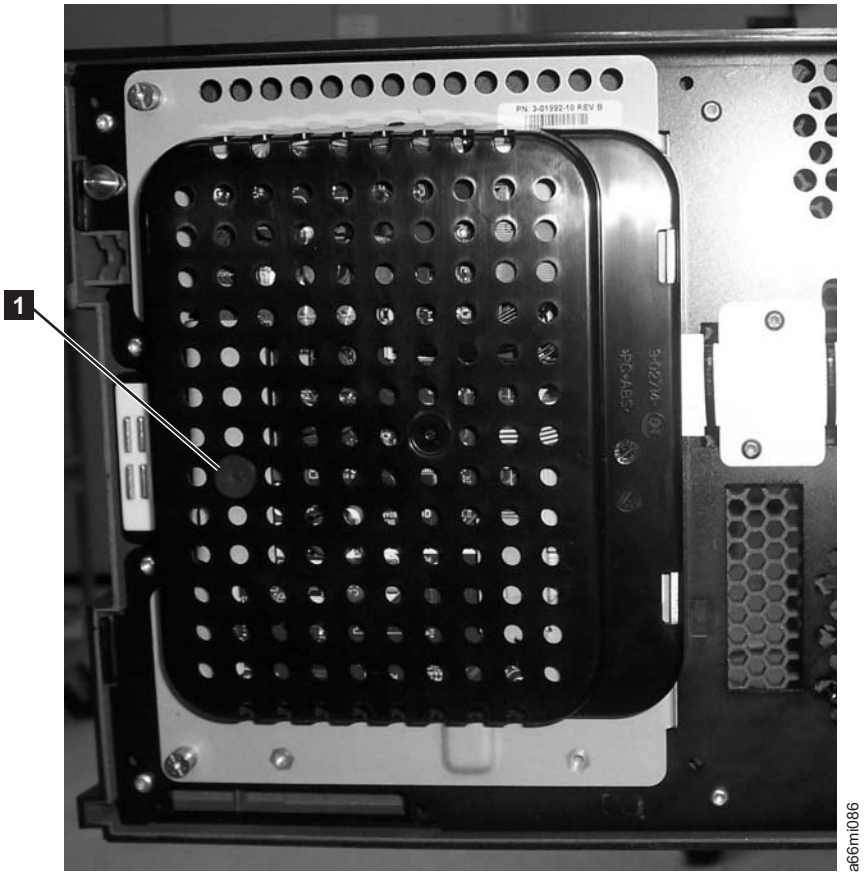

Figure 7-26. Operator Panel assembly
b. Use a flat blade screwdriver to pry up on the plastic retaining pin (**1** in Figure 7-26 on page 7-28).